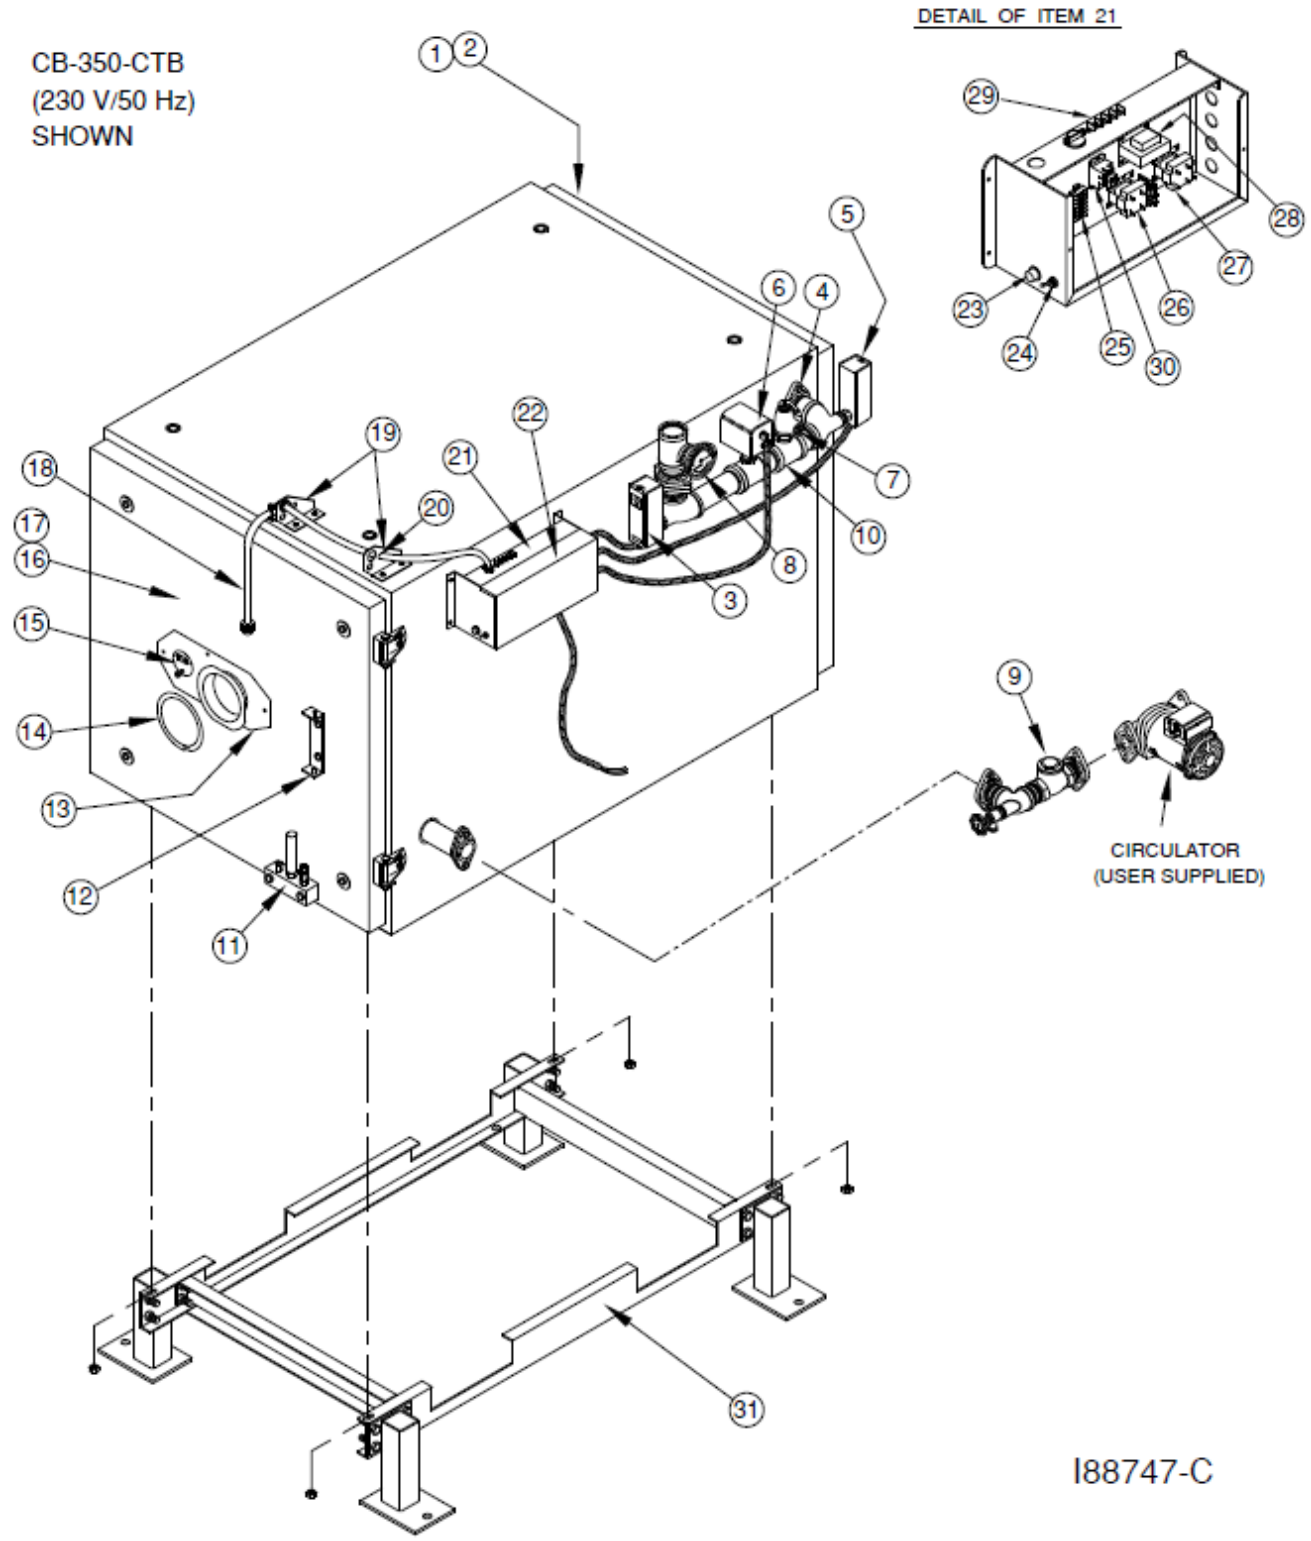

Figure 3A – Single Boiler Assembly Component Detail
1. Refer to Figure 3A to become familiar with the components required for CTB assembly.